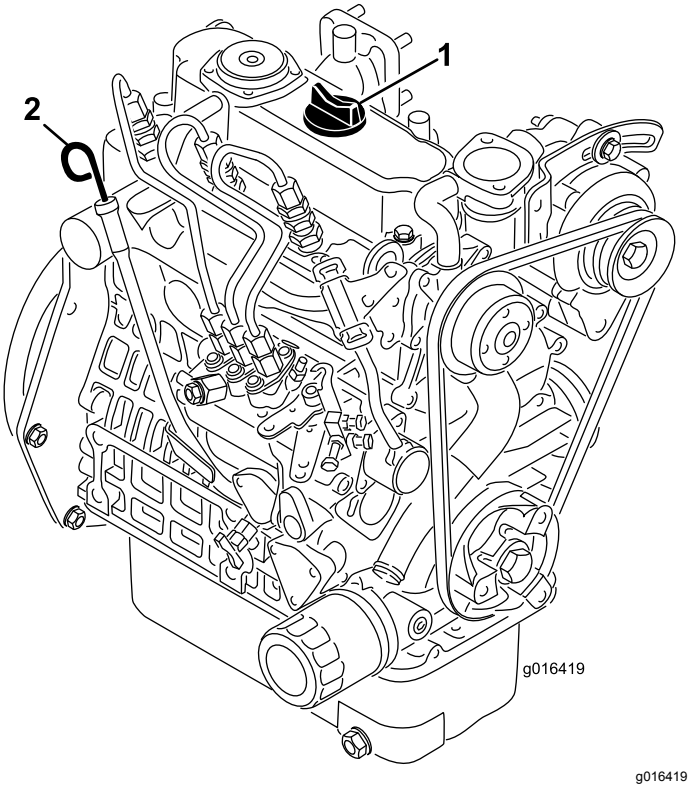

Figur 22
2. Ta ut peilestaven og tørk den med en ren fille (Figur 22). Sett peilestaven inn i røret, og pass på at den når helt ned. Fjern peilestaven fra røret, og sjekk oljenivået. Hvis oljenivået er lavt, fjern oljelokket fra ventildekslet og fyll **sakte** på nok til å heve nivået til merket ”full” på